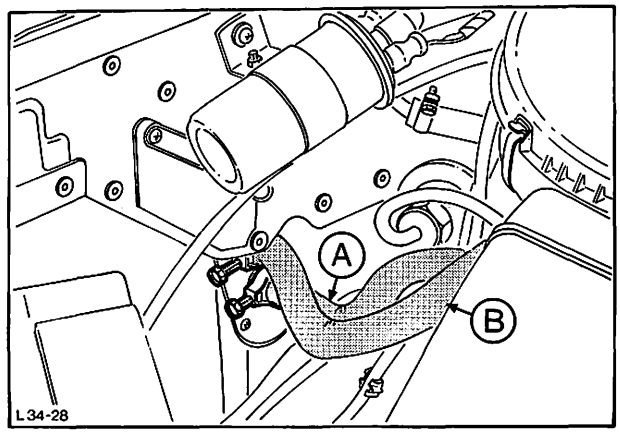

Abb. 32 Heißwasserschläuche anschließen
22. Heißwasserschläuche aufschieben und Klemmschellen festziehen (Vorlauf unten, Rücklauf oben), Abb. 32. Kühlmittel auffüllen.